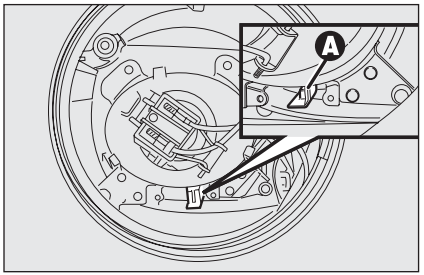

fig. 102 A0E0050m
- ❒ mueva lateralmente la palanca **A-fig. 102**;